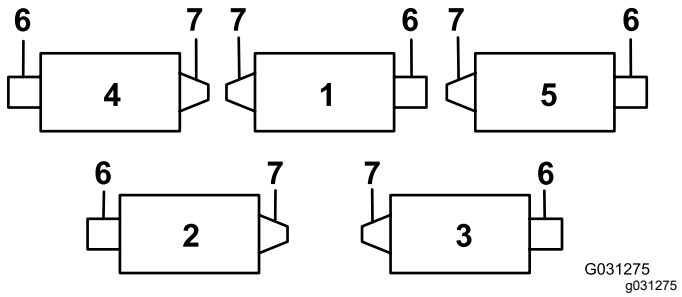
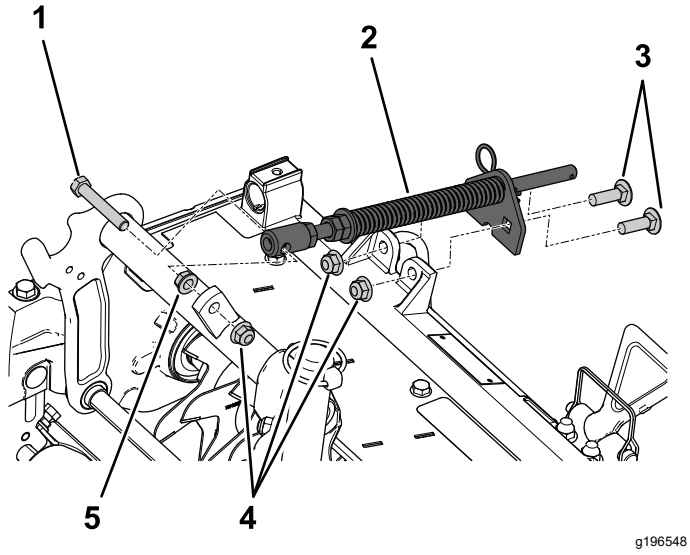

Figura 4
Figura 7
Os bocais de lubrificação têm de ser instalados no lado do motor do cilindro na unidade de corte vertical. Recorra ao seguinte diagrama para determinar a posição de cada motor do cilindro (Figura 4).
3. Para os locais das unidades de corte vertical 2 e 4 (Figura 4), mova o peso final para o lado oposto da unidade de corte.
Instale o conjunto da mola de compensação de relva no mesmo lado que o motor do cilindro (Figura 4 e Figura 7).